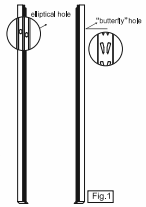

Fig.1
Place two Upright Columns (1) parallel on the floor. The widest part of the "butterfly" hole pattern on each Upright Column should be facing away from you. The elliptical hole on the side should face you (Fig.1).